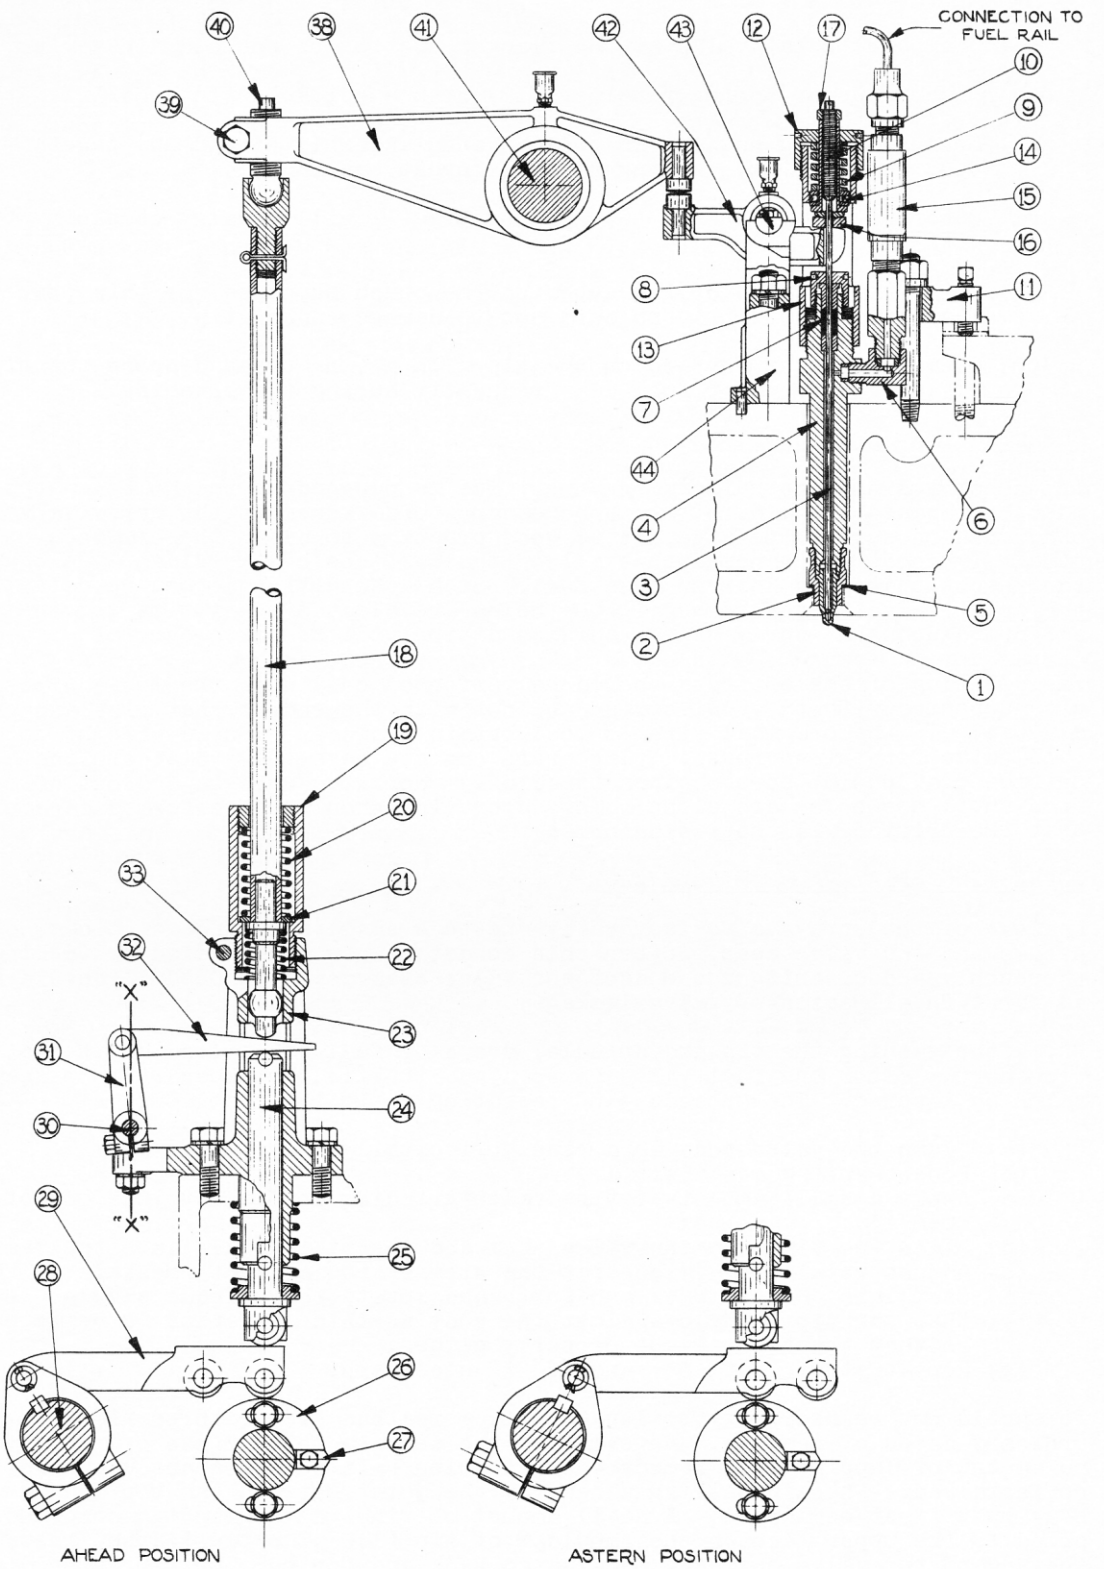

FIG. O-3
9. DISASSEMBLY OF SPRAY VALVE (See Fig. O-3)
Referring to Fig. O-3, spring (9) must be adjusted to a certain tension in order to assure proper functioning of the spray valve. It is further important that the adjustment of all the spray valve springs be the same or that the "lift" on all the spray valves be the same. With "lift" as used in the following instructions is understood the lift which spring (9) will allow before its coils touch each other and prevent further upward movement of the valve stem. (The actual lift when the spray valves are operating in the engine is of course determined by the position of fuel wedge (32), the adjustment on pushrod (18) and cam (27). This actual lift is less than the "lift" as defined in this paragraph.) Proceed as follows to assemble the valve and adjust for proper "Lift" (or opening tension):
The spray valve is installed in the engine in the reverse order of its removal. Again referring to Fig. O-3, if copper gasket (5) is in the cylinder head merely lower the valve into position. If the copper gasket (5) was removed with the valve, the gasket can be held in position on the lower end of the valve by a coating of grease applied to the gasket.
16. SPRAY VALVE OPERATING MECHANISM (See Fig. O-3)
Motion of the lifter is transmitted to the pushrod through wedge (32). As can readily be seen in Fig. O-3, moving the wedge inward will decrease the gap between the lifter and the pushrod. Consequently the spray valve will open sooner, will lift higher, and will close later. Moving the wedge outward produces the opposite results. The outer end of the wedge is pinned to lever (31) which is clamped to the
17. SPRAY VALVE TIMING (See Fig. O-3)